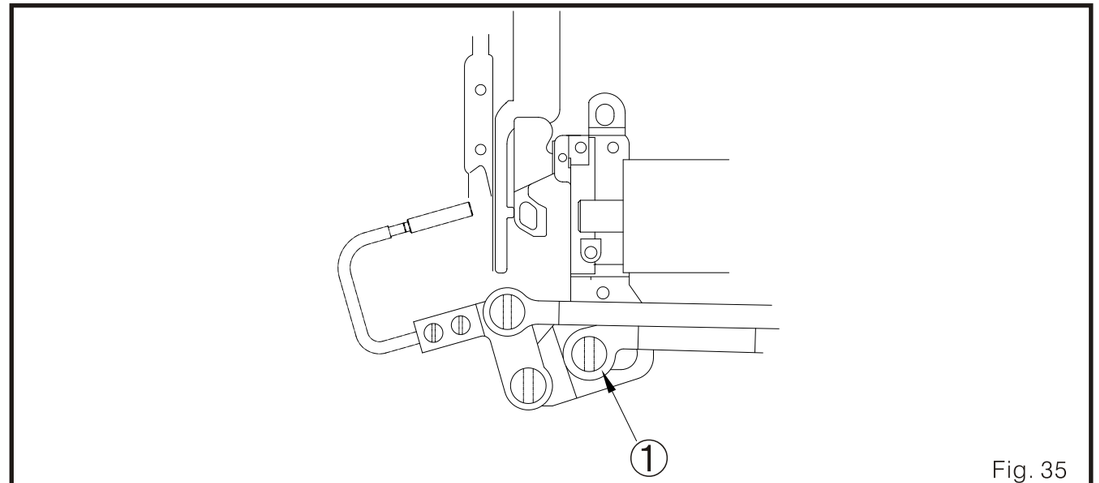

Fig. 35
(1) Afloje el tornillo de la barra conector 1 de la cuchilla movible. (Fig. 35)